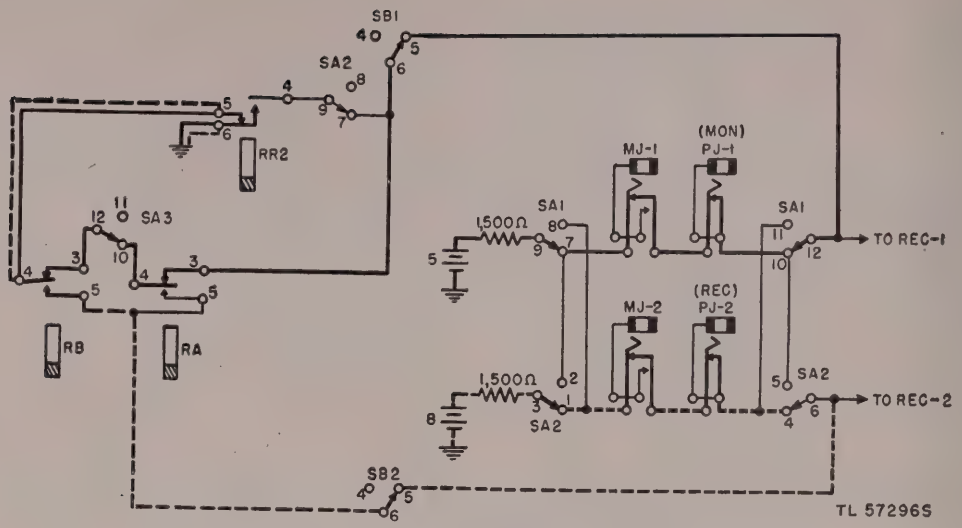

Figure 57. Reperforator lock-out circuits, normal single operation.
a. Normal Single Operation (fig. 57). With switch SA at NORMAL and switch SB at SINGLE, the line signals, whether sent or received, operate both receiving relays REC–1 and REC–2.
(1) To prevent the received copy from being recorded on the monitor (upper) typing reperforator, the monitor typing reperforator is held idle during reception. This circuit (heavy line, fig. 57) for the monitor typing reperforator is from battery 5, through SA1–9/7, jacks MJ–1 and PJ–1 and monitor reperforator magnet, through SA1–10/12, SB1–5/6, RA–3/4, SA3–10/12, RB–3/4, and RR2–5/6, to ground. Steady current passes through the monitor typing reperforator, holding it nonoperative, or in the idle condition. As soon as reception starts, REC–2 moves its tongue to spacing and RR2 is operated, as described in paragraph 104*b*. Operation of RR2 applies ground through RR2–4, SA2–9/7, SB1–6/5, SA1–12/10, jacks PJ–1 and MJ–1, SA1–7/9, to ground, maintaining the steady current through the monitor (upper) typing reperforator regardless of the operation of relay REC–1. Therefore so long as reception is in progress the monitor typing reperforator is held idle. When transmission is in progress, RR2 is not operated and the locking circuit is broken at RA–3 or RB–3, whichever is operated. Therefore the monitor typing reperforator is free to record the outgoing message.
(2) A similar circuit is provided to prevent the sent copy from being recorded on the receiving (lower) typing reperforator. The circuit (heavy dotted line, fig. 57) is from battery 8, through SA2–3/1, jacks MJ–2 and PJ–2 and the receiving reperforator magnet, through SA2–4/6, SB2–5/6, RB–5/4 (RB will be operated during transmission), and RR2–5/6 to ground. Steady current passes through the receiving (lower) reperforator magnet holding the receiving (lower) typing reperforator nonoperative regardless of operation